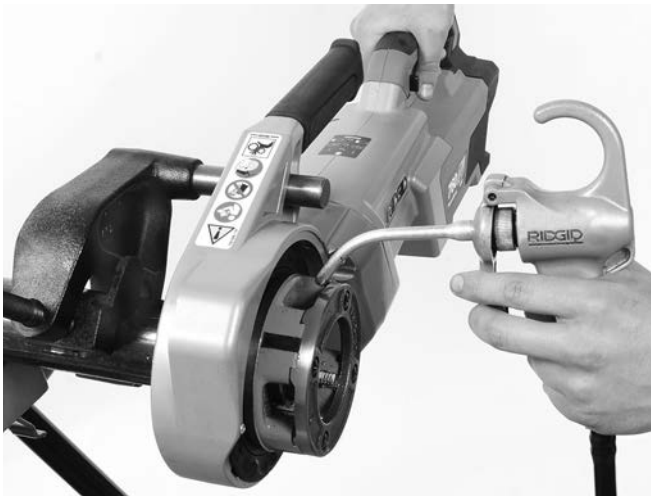

Figura 14 – Roscado de un tubo
13. Deje de presionar la placa de empuje o la tapa del cabezal y use una aceitera para aplicar una cantidad abundante de aceite de corte RIDGID a la zona roscada. Esto reduce el par de torsión del roscado, mejora la calidad de las roscas y prolonga la vida útil de las terrajas *(vea la Figura 14).*